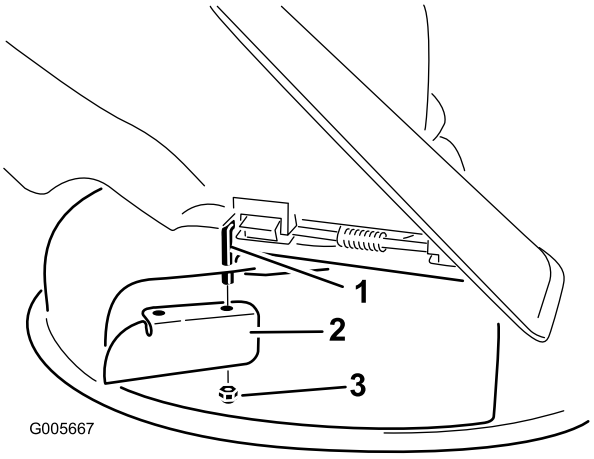

Figur 27
6. Monter græsafskærmningen på den frilagte drejestang (Figur 27). Brug den eksisterende tynde møtrik (3/8 tomme) til at fastgøre skærmen til plæneklipperen.